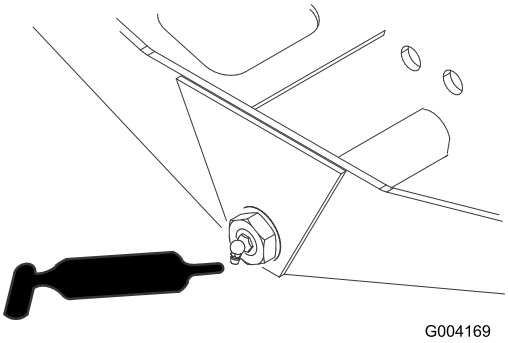

**Figur 81**
- Axelns styrtapp (1) (Figur 81)